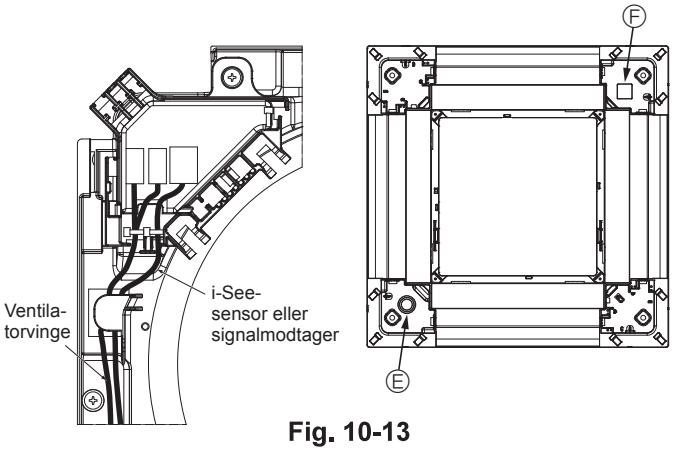

Fig. 10-13
- **Før i-See-sensorens og signalmodtagerens ledninger som vist i Fig. 10-13.**